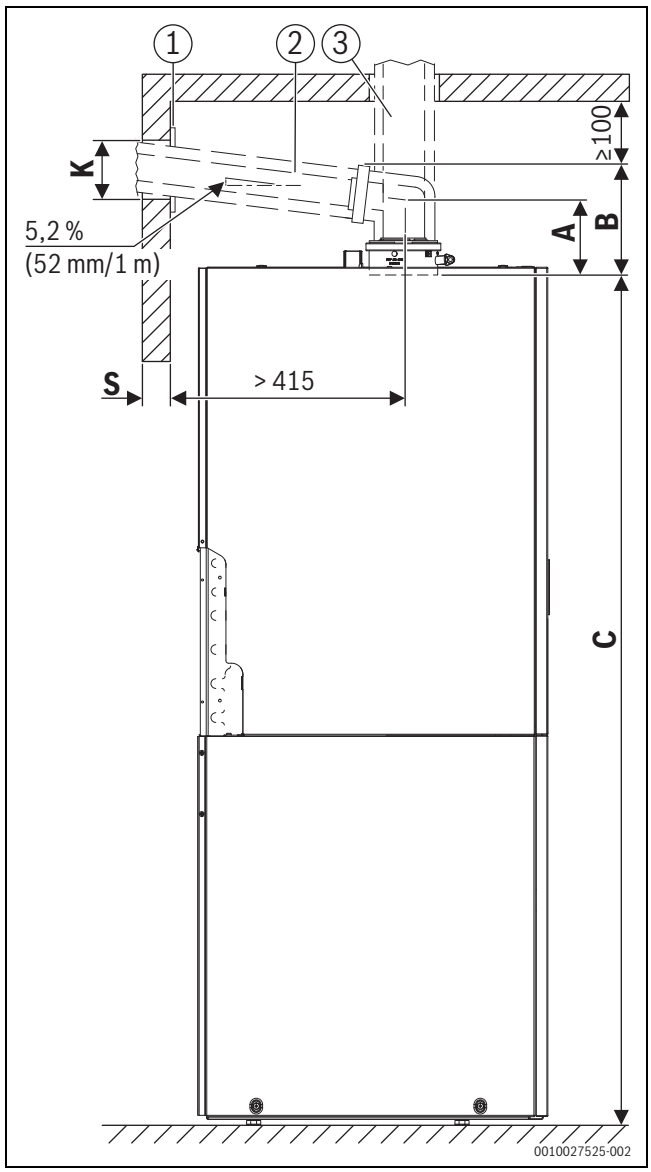

Rys. 20 Widok z lewej strony (wymiary w mm)
- – W razie potrzeby dodać wymiar osłony (→ rys. 20, [1]).